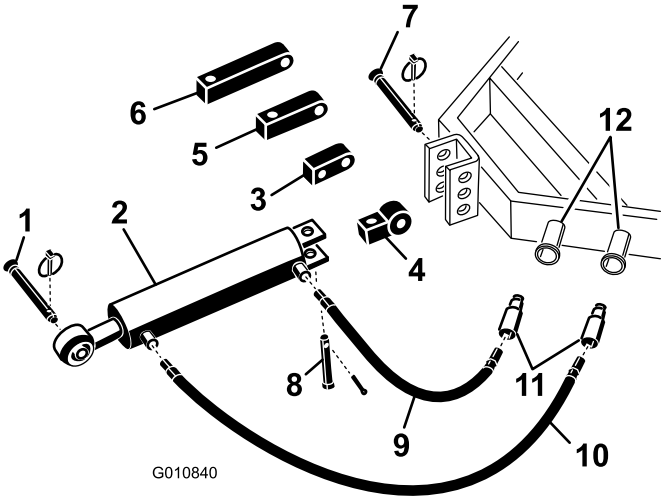

Figuur 5
1. Bevestig het uiteinde van de schakel aan de tractor met behulp van de pennen die bij de tractor zijn geleverd (Figuur 5). Plaats de hydraulische bovenste schakel zo, dat het uiteinde met de stang in de richting van de beluchter wijst. De cilinderpoorten moeten naar de het hydraulische hulpaggregaat van de tractor wijzen.
Opmerking: Als de hydraulische cilinder moet worden geplaatst met de poorten naar boven gericht, gebruik dan het draaiblok in plaats van het standaard montageblok om de cilinder te herplaatsen (Figuur 5).
A. Verwijder de borgpen en pen waarmee het standaard verbindingsstuk aan de cilinder is bevestigd (Figuur 5). Verwijder het verbindingsstuk van de cilinder.
B. Monteer het draaiblok op de cilinder met de pennen die u eerder hebt verwijderd (Figuur 5).
2. Sluit de hydraulische slang van 106,7 cm aan op de poort van de hydraulische schakel die zich het dichtst bij de beluchter bevindt Figuur 5. Breng Teflon tape of afdichtmiddel aan op de draaduiteinden van de slangen om lekken te voorkomen.
3. Sluit de hydraulische slang van 76 cm aan op de poort van de hydraulische schakel die zich het dichtst bij de tractor bevindt Figuur 5. Breng Teflon tape of afdichtmiddel aan op de draaduiteinden van de slangen om lekken te voorkomen.
Als de hydraulische cilinder de montagebeugel niet bereikt, gebruik dan een verlengblok in plaats van het standaard montageblok om de cilinder aan de tractor te bevestigen (Figuur 5).
B. Monteer een verlengblok met de gewenste lengte aan de cilinder met de pennen die u eerder hebt verwijderd (Figuur 5).